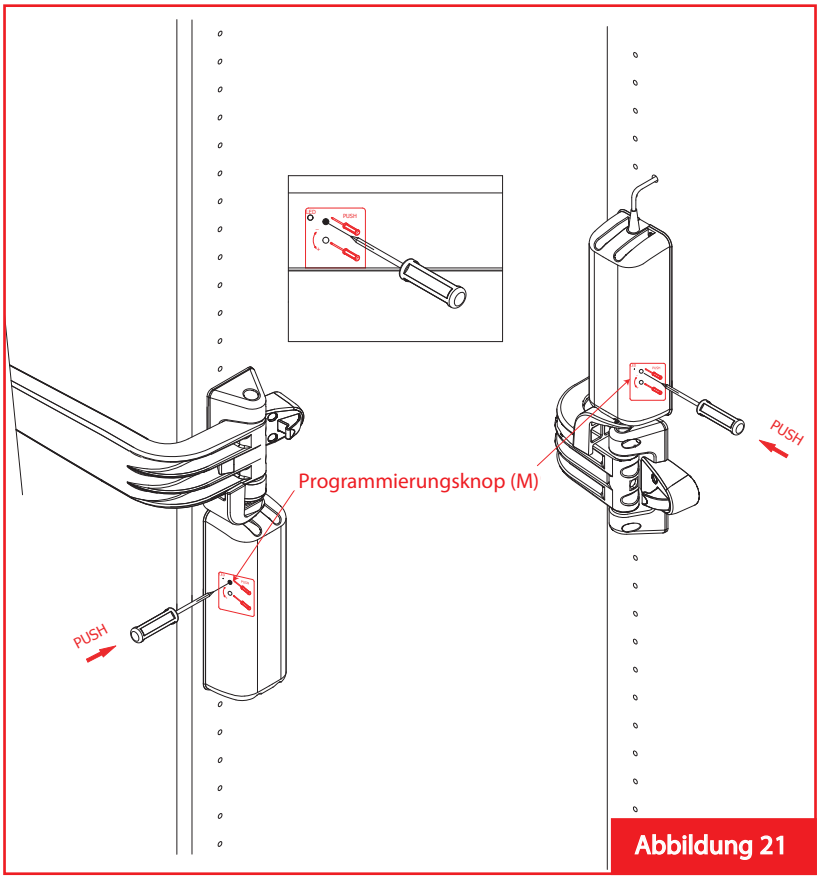

Abbildung 21
4. Drücken Sie auf den Programmierungsknopf (M) auf dem MOTION–Gehäuse: wann das Led-Signal (L) leuchtet,die Taste ablassen (Abbildung 21).